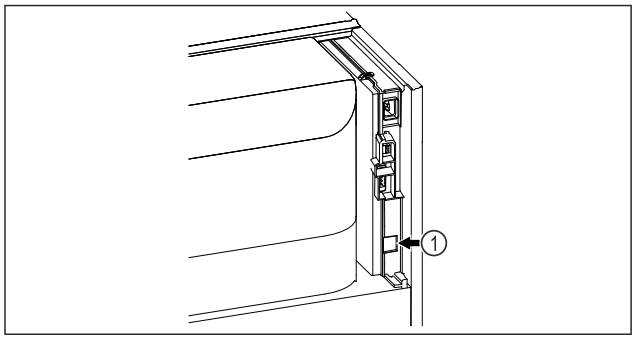

Fig. 147
- ❑ SmartModule *Fig. 147 (1)* este instalat.